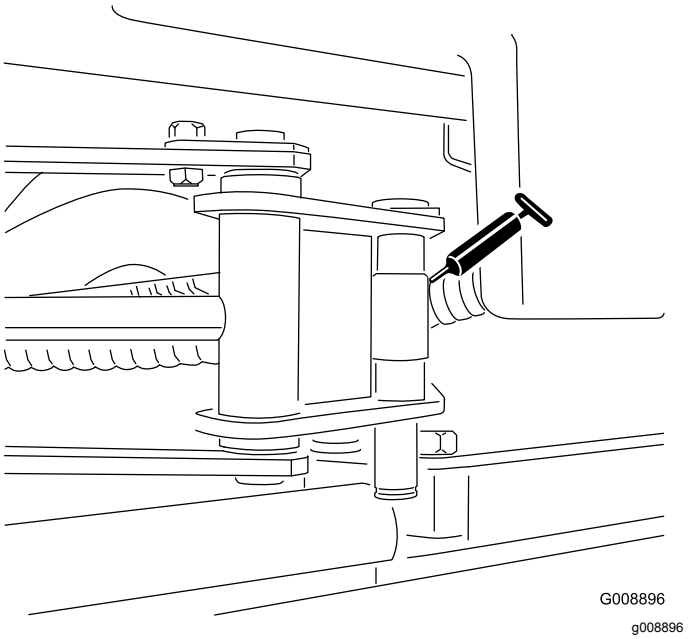

Figur 51
- Sidspolens cylinderändar (2, endast på modell 03171) (Figur 51)